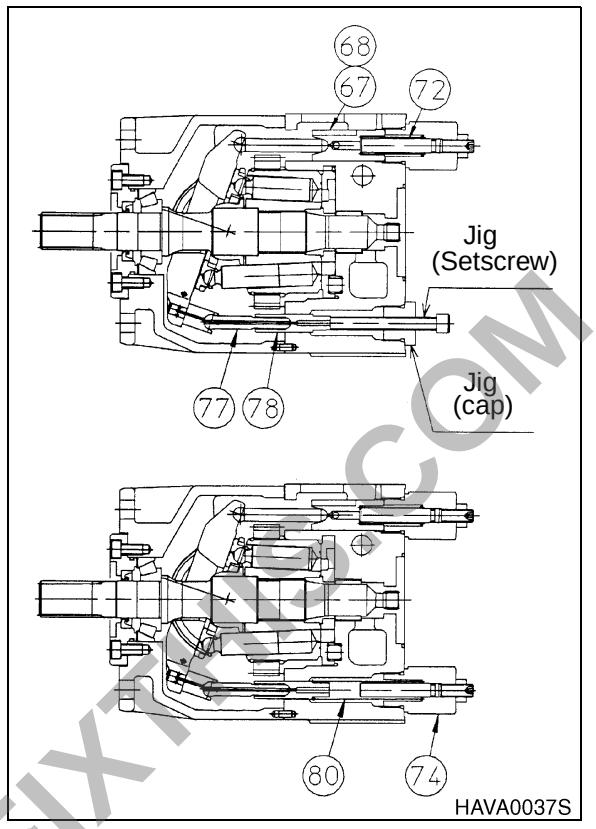

Figure 41
19. Install rod RE (77, Figure 41) and piston RE (78) then install jig in screw part (PF1), and tighten setscrew.
20. Detach jig and install spring RE (80, Figure 41) and cap (74).